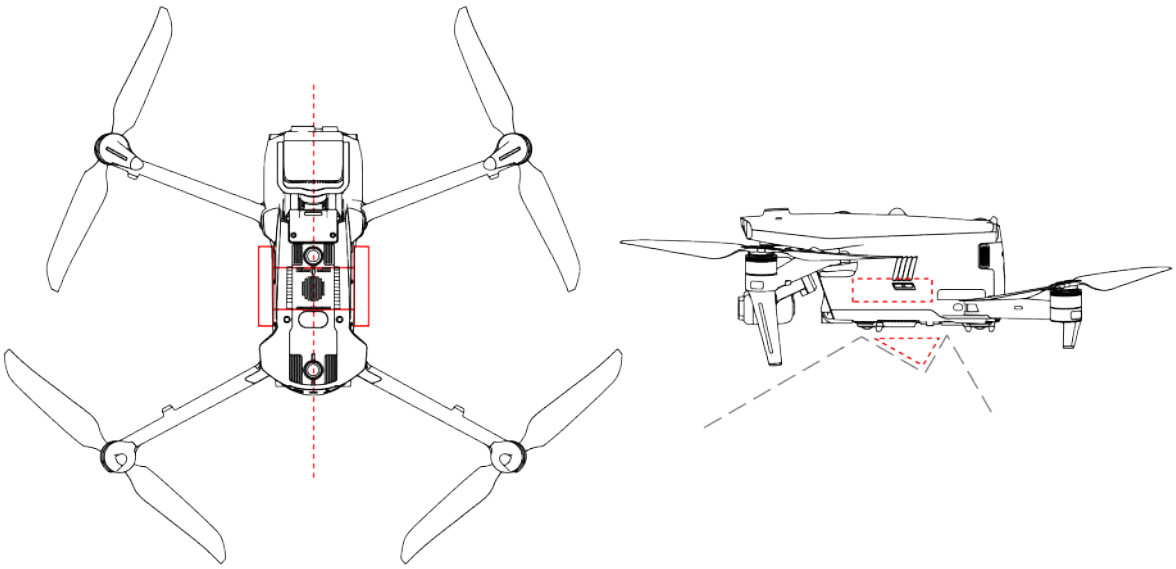
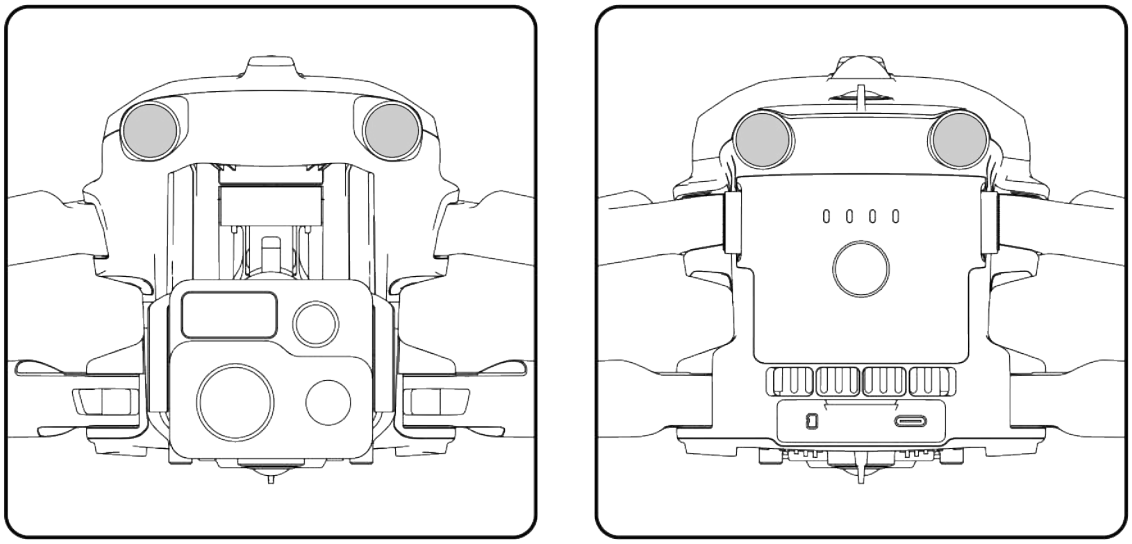

Fig 2-1 Mount gravity center and non-interference zone (circled by red line)
Fig 2-2 Front and rear visual obstacle avoidance lens modules of the drone
- When users are mounting payload, please ensure that the mounting point should be located at the center line of the drone and should not be beyond the area bracketed in the left picture in fig 2-1. Meanwhile, the size of the mounted payload, as circled in the right picture in fig 2-2, should not be too big to go beyond the non-interference zone.